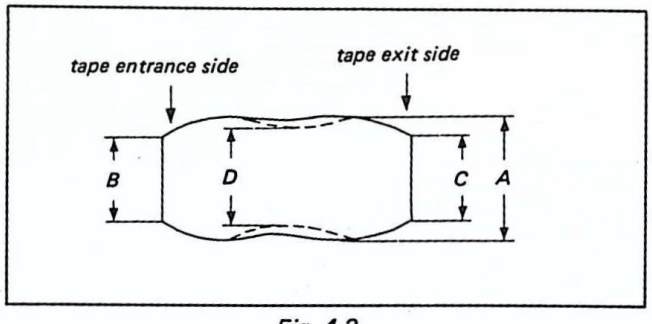

Fig. 4-2.
5) Confirm that the RF output waveform is flat, with maximum amplitude. (The waveform should increase and decrease, remaining flat, when the tracking control knob is turned back and forth.) Also, when the waveform is maximum, confirm that the RF output waveform variation and contact satisfy the specifications shown in Fig. 4-2. If they do not meet the specifications, follow the instructions in 6).